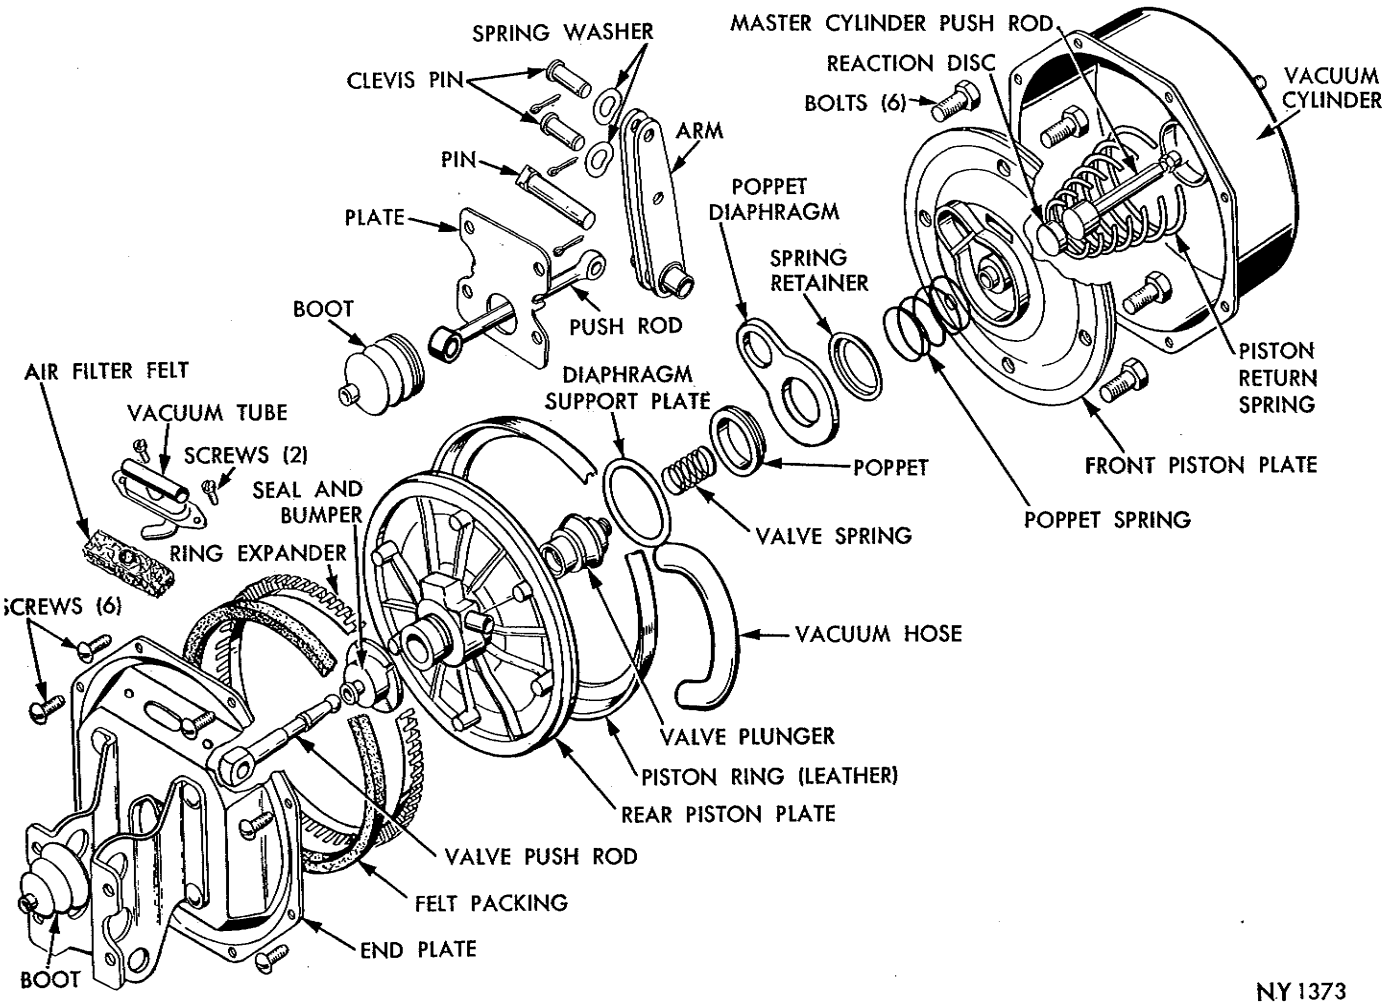

*Fig. 1—Power Brake Assembly*
To disassemble the power brake unit for repair or overhaul, refer to (Fig. 1), then proceed as follows:
(2) Apply pressure to power lever and insert a 1/8" wire or rod in large hole in brake reservoir, retaining master cylinder piston in cylinder.
(3) Remove master cylinder from front end of vacuum assembly and remove master cylinder push rod from power brake unit. Remove the gasket.
(4) Remove cotter pin and clevis pin from upper end of power lever (Fig. 1).
(5) Remove rubber dust cover from valve rod.
(6) Scribe alignment mark across end plate and vacuum cylinder to assure proper reassembly.
(7) Remove 6 of the 8 end plate attaching screws leaving 2 remaining screws opposite each other.
(8) Place vacuum unit on bench with end plate up.
(9) Apply light hand pressure to end plate to hold piston and return spring in place then remove the 2 remaining end plate attaching screws.
(10) Relax retaining pressure on end plate and expose vacuum piston.
(11) Scribe alignment mark on face of piston to coincide with cover and cylinder scribe mark, to insure alignment on reassembly.
(12) Remove vacuum hose from end plate and vacuum piston.
(13) Remove end plate, piston and piston return spring.
(14) Remove air cleaner attaching screws, air cleaner assembly and filter from end plate.
(15) Remove piston felt and expander ring from piston assembly.
(16) Refer to (Fig. 1), remove seal and bumper from front of piston plate.